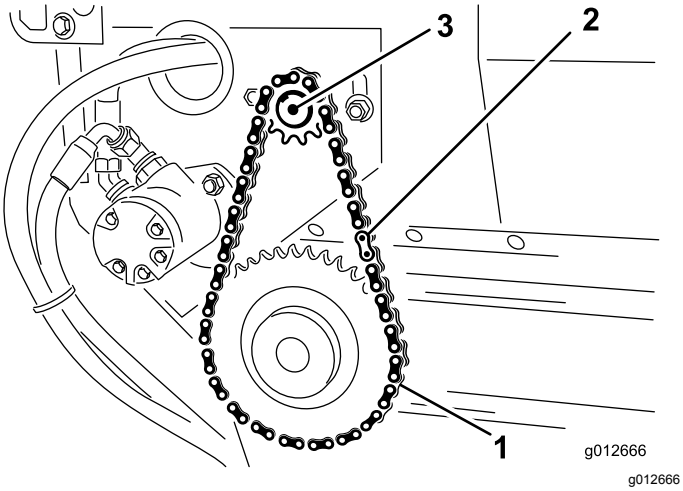

Figur 33
1. Monter kjedet på det lille drevet og fest kjedet med hovedleddet (Figur 33).